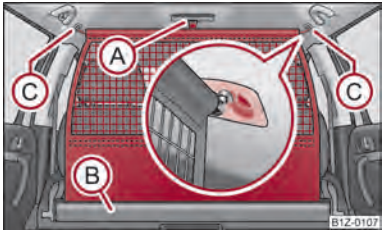

Fig. 64 Pull out the luggage net partition
– Pull the net partition at the bracket Ⓐ ⇒ fig. 64 out of the housing Ⓑ